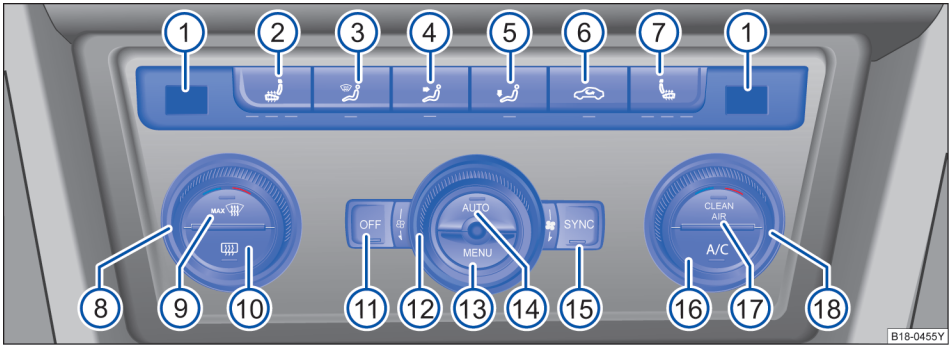

图 135 中控台上：自动空调的操作元件
– 转动温度调节开关 ⑧ 或 ⑱⇒图 135，即可设定驾驶员侧或前排乘员侧的温度并通过 ① 显示设定的温度。
– 按压按钮 ② 至 ⑦ 之间的某个按钮即可启动相应功能。开启某项功能后按钮内的指示灯随之亮起，再按一下该按钮，该功能即被关闭。